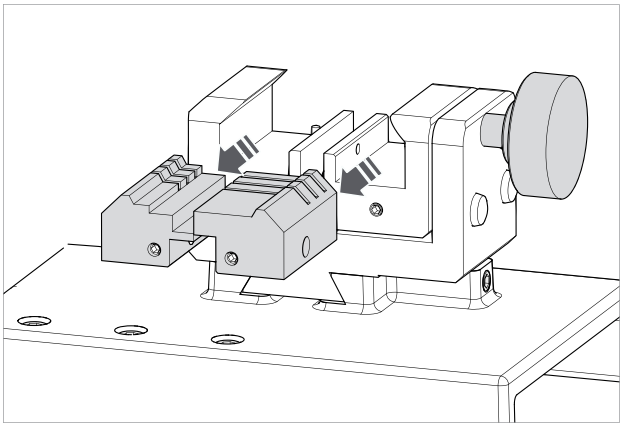

Fig. 30
3) Use your f ngers to pull the jaw to be removed out towards the operator (Fig. 30).